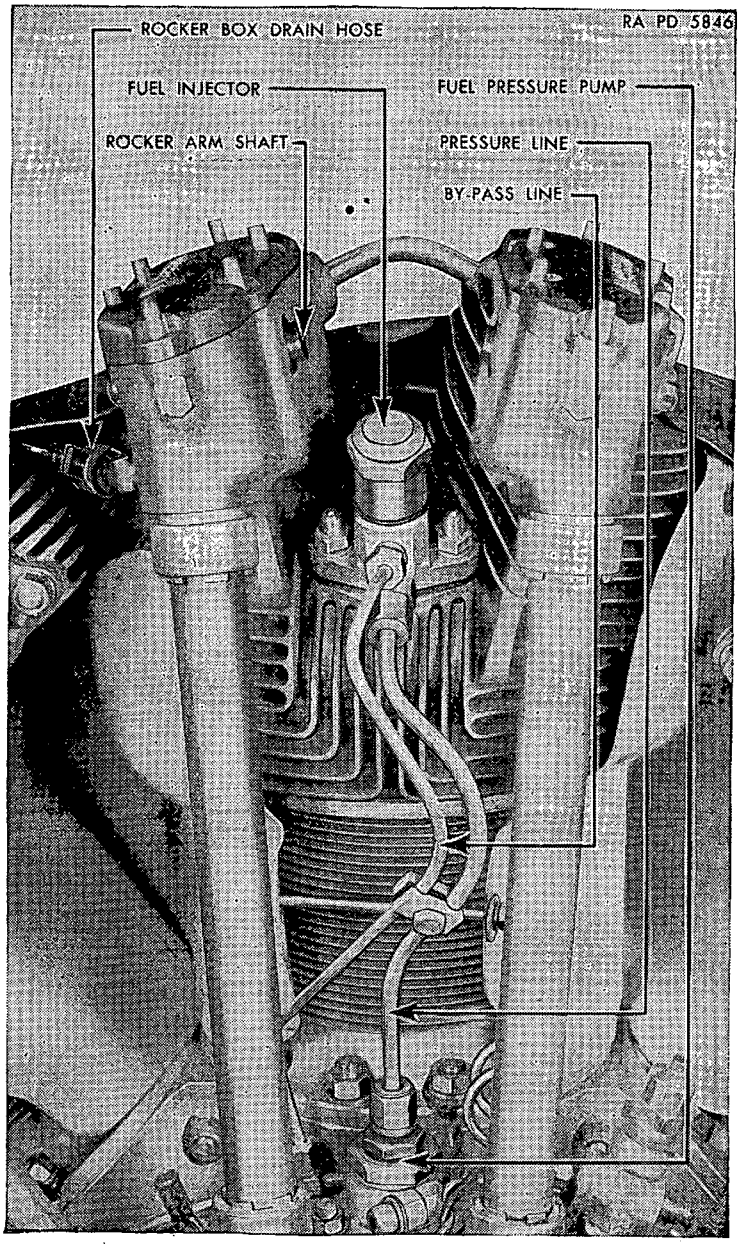
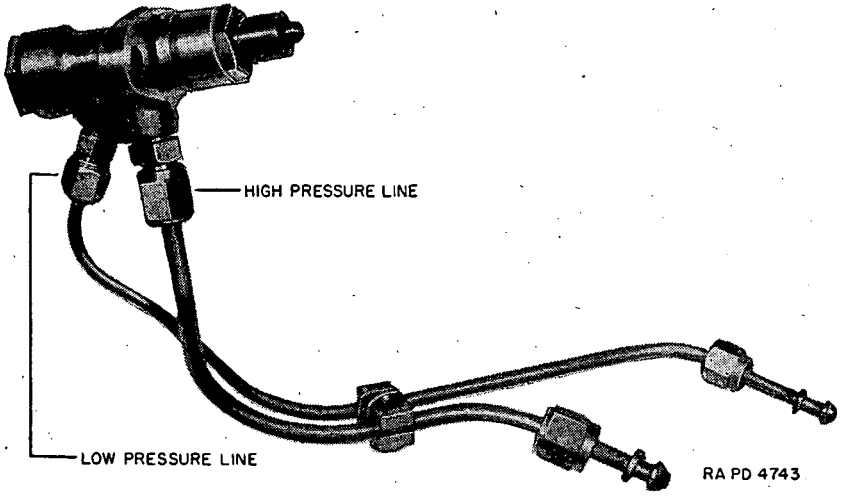

FIGURE 40.—Rear view of No. 1 cylinder, Guiberson T-1020.
FIGURE 42.—Fuel injector valve, Guiberson engine.
67. Fuel pressure pump (fig 40).—Each cylinder has an independent high pressure pump connected to the fuel injector by means of thick wall high pressure tubing (fig. 42). The pumps are mounted on the rear half of the crankcase in back of their respective cylinders. In operation these pumps produce enough pressure to force fuel through the fuel injector valves, and also control the quantity of fuel going into the combustion chambers. Replacement of a fuel pressure pump will not be attempted by the using arm personnel.
68. Fuel injector (fig 42).—*a. Description.*—On each cylinder head a fuel injector atomizes the fuel sprayed into the combustion chamber.
b. Replacement.—(1) To remove the fuel injector, use the following procedure:
(2) To replace pump, proceed in reverse order.
71. Cartridge starter (fig. 42).—*a. Description.*—Cartridge engine starters derive their power for operation from the gas pressure developed when a cartridge is fired. A fresh cartridge is required for each start. The complete starter and breech assemblies consist of—